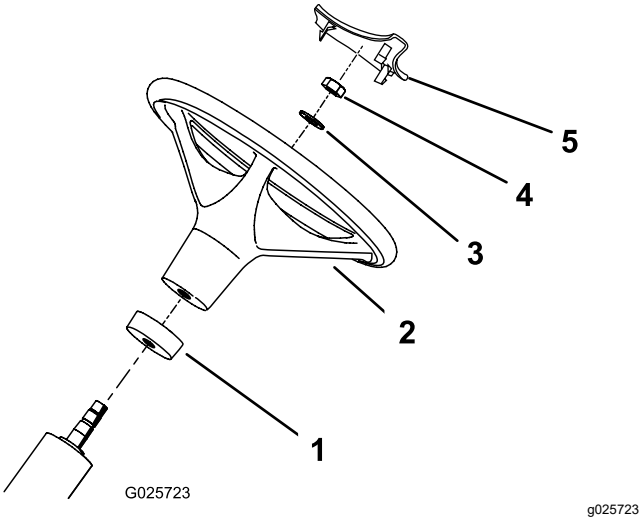

Figur 3
2. Sæt skumkraven (med den smalle ende først) på ratakslen (Figur 3).
3. Sæt rattet på styretøjsakslen (Figur 3).
4. Fastgør rattet til ratstammen med en spændingsskive og låsemøtrik (Figur 3).
6. Tryk ratdækslet på plads på rattet (Figur 3).